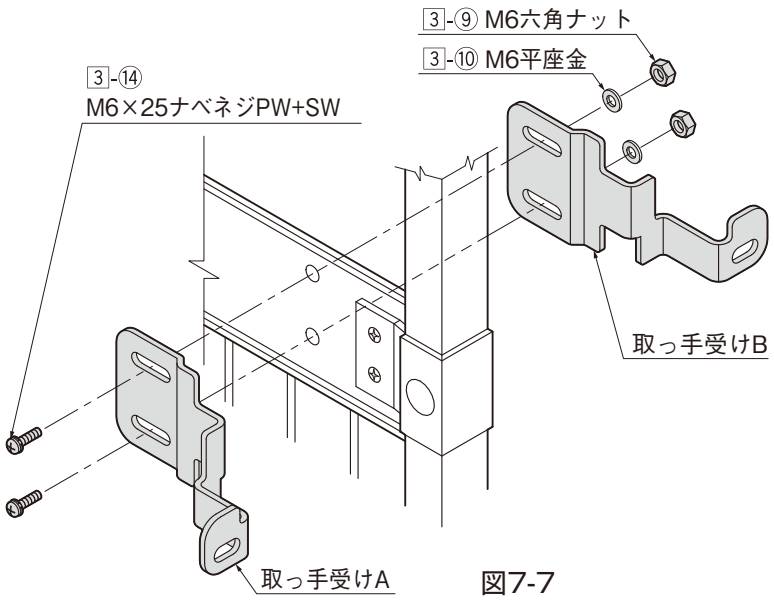

図7-7
❸反対側の門扉に錠取っ手受けA、Bを取付けます。
取付けるネジは錠パネルを固定しているネジを外して、付属の3-⑭で取っ手受けと共に取付けます。（図7-7参照）